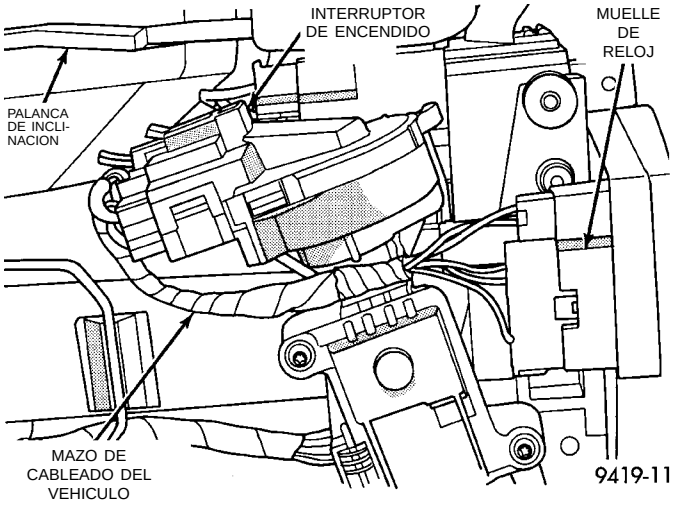

Fig. 19 Conexiones de cableado de la columna de dirección
(22) Retire los conectores del mazo de cableado del vehículo del interruptor de encendido y muelle de reloj (Fig. 19).
(23) Retire el conjunto de la columna de dirección del vehículo a través de la puerta del conductor del compartimiento de pasajeros. Tenga cuidado de no dañar la pintura o tapizado interior.
(1) Instale la columna de dirección en la abertura de acceso de la columna de dirección en la parte inferior del tablero de instrumentos.
(2) Instale los conectores del mazo de cableado del vehículo en el conjunto del interruptor de encendido y muelle de reloj (Fig. 19).